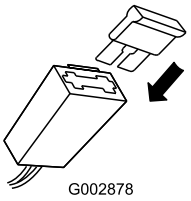

Bild 26
2. Setzen Sie die Sicherung in den Sicherungshalter ein (Bild 26).